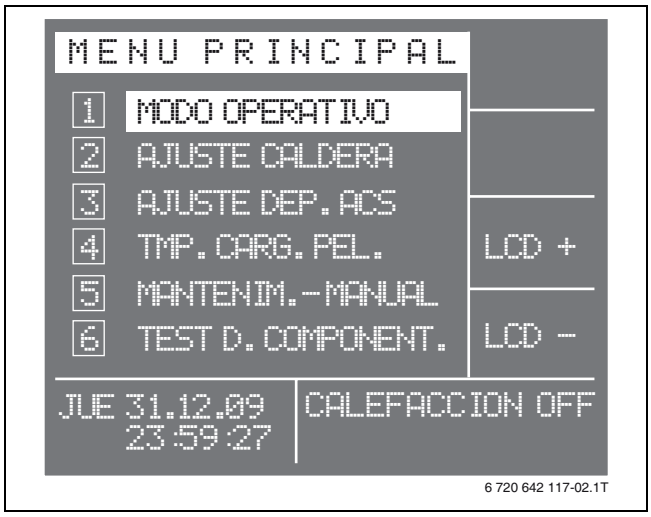

Fig. 3 Menú principal - Pág. 1
- ▶ Pulsar la tecla F3 (**LCD +**) o la tecla F4 (**LCD** –) para ajustar el contraste del display (→ fig. 3).